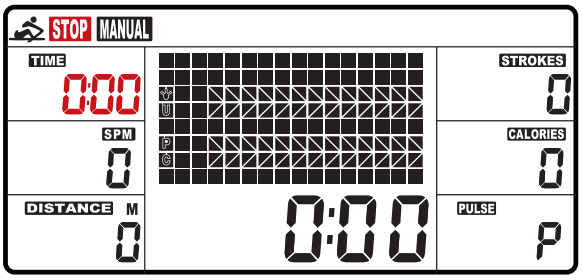

Fig. 4
1. **MANUAL** (**Fig.4)**: There are 2 options in MANUAL mode.